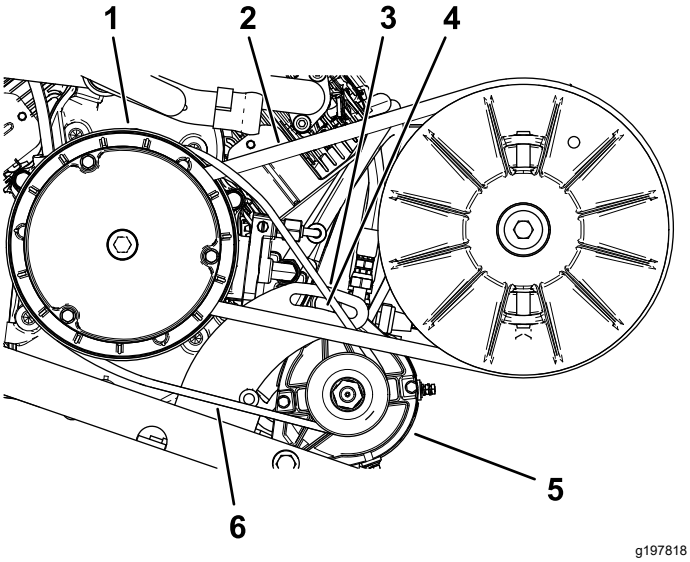

Figur 71
2. Lossa startgeneratorns svängmutter (Figur 71).
4. Tryck bändstången nedåt för att vrida startgeneratorn nedåt i skåran tills remmen är så spänd att den endast böjs 6 mm då en kraft på 44 N·m appliceras (Figur 71).
5. Dra åt svängmuttern för hand och ta bort bändstången (Figur 71).